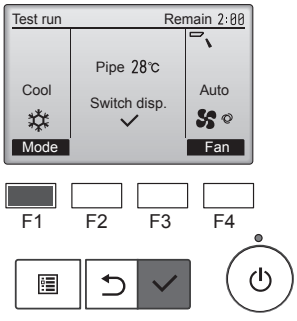

Fig. 8-3
(1) Appuyez sur la touche [F1] pour changer de mode de fonctionnement. (Fig. 8-3)